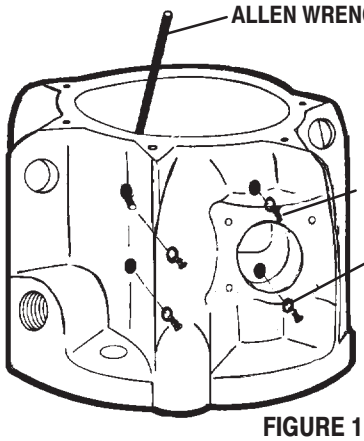

FIGURE 1
7. Remove the eight (4) machine screws and eight (5) washers from the 6" air motor by pressing outward with a small allen wrench (see figures 1 and 9).
8. With a screwdriver, unhook the (12) insert spring assembly from the bottom of the (11) valve plate and pin assembly.
9. Remove the (12) insert spring assembly from the pins in the top of the (11) valve plate and pin assembly.
10. Remove the (11) valve plate and pin assembly and (33) valve plate by pulling upward. If they are stuck, tap the top edge lightly with a soft face hammer or screwdriver handle (do not tap with anything metallic).
11. Remove the (13) valve insert and the (34) pilot insert.
13. Remove the (12) insert spring assembly.